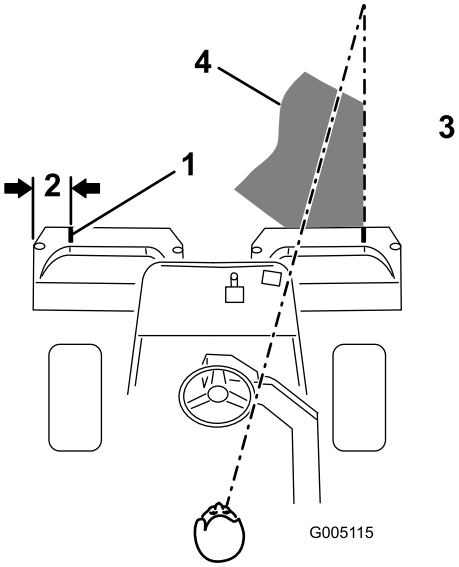
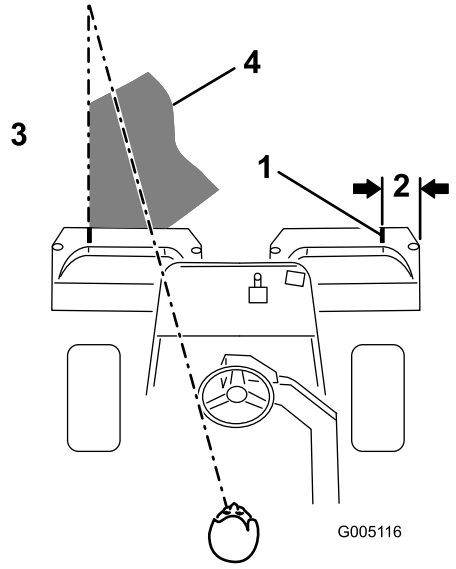

Figur 40
Figur 41
2. Fest en hvit tape eller mal en hvit stripe som løper parallelt med den ytre kanten på hver kurv (Figur 40).
3. Overlapp den forrige retursnarveien minimalt. For at du skal klippe i en rett linje over greenen og holde maskinen på lik avstand fra kanten på den forrige lengden du klippet, må du lage deg en siktelinje på ca. 1,8–3 m fremfor maskinen til kanten på den delen av greenen du ikke har klippet enda (Figur 40 og Figur 41). Noen synes at det hjelper å inkludere den ytre kanten på styrehjulet som en del av siktelinjen, dvs. holde kanten på styrehjulet i en rett linje i forhold til et punkt som alltid har samme avstand til fronten på maskinen (Figur 40 og Figur 41).